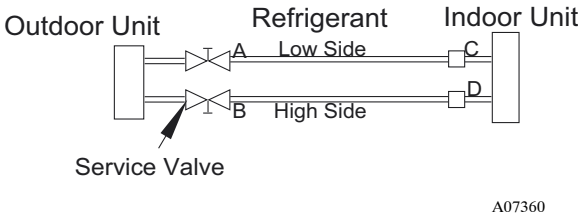

Fig. 43 - Service Valve
1. Completely tighten flare nuts A, B, C, D, connect manifold gage charge hose to a charge port of the low side service valve (see Fig. 43).